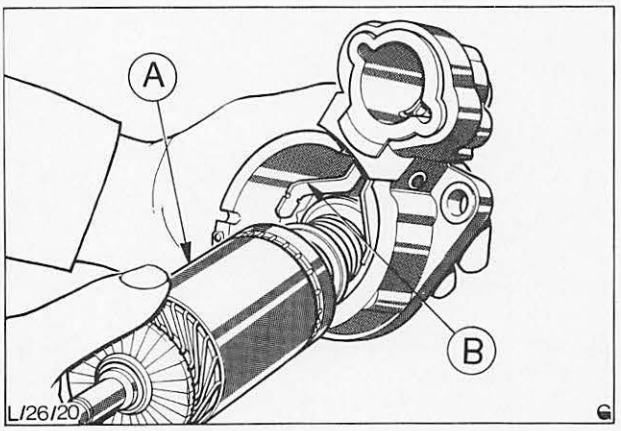

Abb. 34 A = Anker
19. Anlasseranker in das Antriebslagerschild einführen und gleichzeitig Einrückgabel in die Haken am Ritzelantrieb einhängen, Abb. 34.